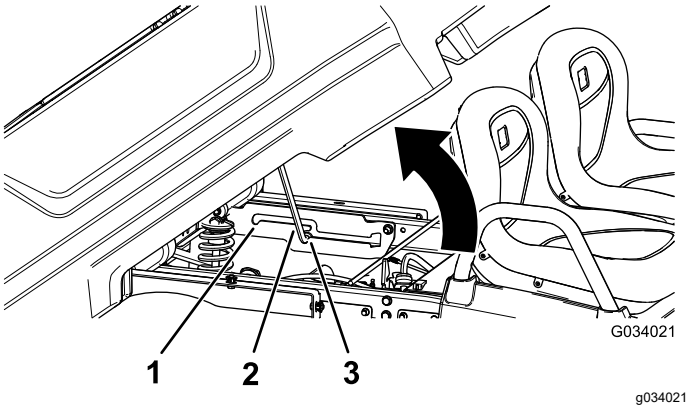

Figur 17
2. Säkra flaket för tippning genom att skjuta in stöttan i tippningslägets skåra (Figur 17).
2. Skjut in stöttan i servicelägets skåra för att säkra flaket för underhåll (Figur 17).
2. Dra ut stöttan ur skåran (Figur 17).